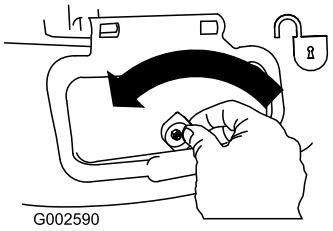

Figur 20
1. Lossa sidoutkastarluckan (Figur 20).